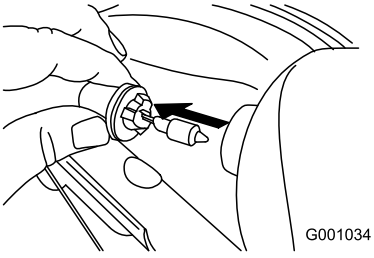

Figur 57
3. Fjern pæren direkte fra forlygtens bagside (Figur 57).